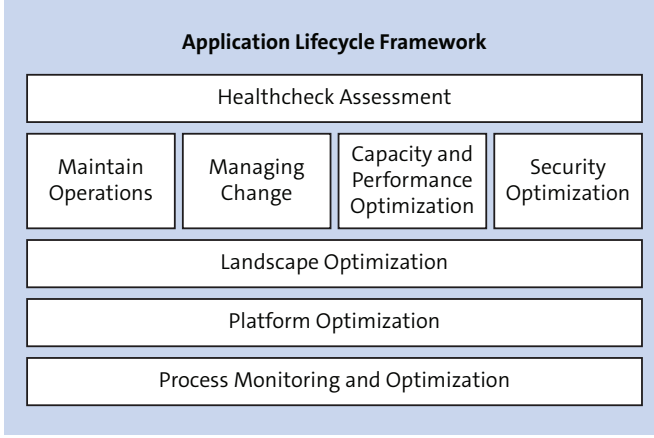

Figure 17.7 IBM Application Lifecycle Management Framework
- Develop and finalize the deployment roadmap. Use a framework such as the IBM application lifecycle management (IBM ALM) framework shown in Figure 17.7 to break down the transformation journey into a series of manageable steps. This will set out an approach and time lines for the technology transformation from the CMO to the defined IMO and finally to the FMO.